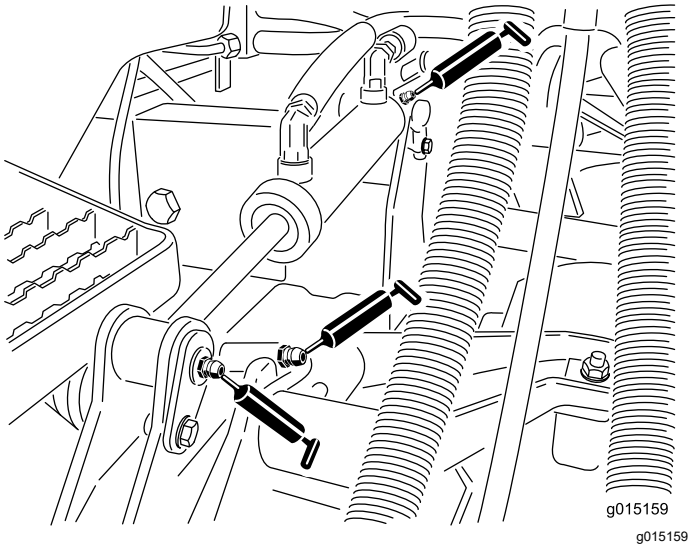

**Рисунок 82**
- Втулки подъемных рычагов (по 1 шт. на режущий блок) (Рисунок 82)
- Втулки подъемных цилиндров (по 2 шт. на режущий блок) (Рисунок 82)